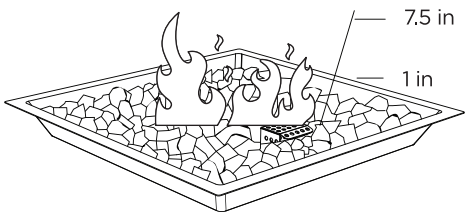

Figure 3
5.Adjust the flame to the desired height with the gas control knob.Visually check the burner flames as picture below (Figure 3).